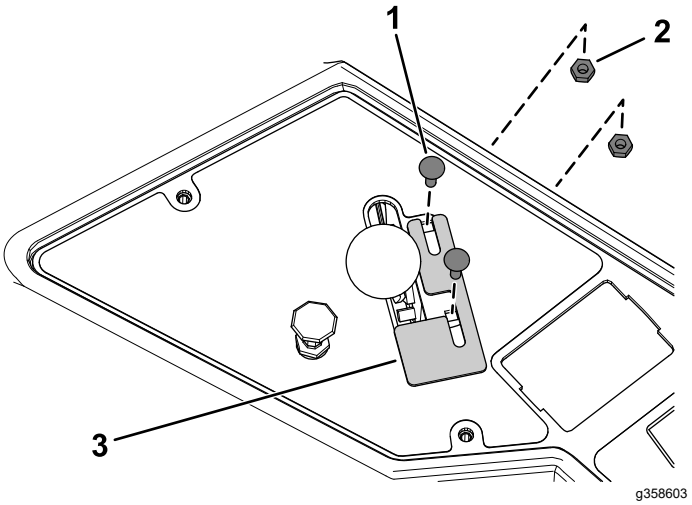

Figur 21
3. Fastgør den nye gasplade og gashåndtaget løst på kontrolpanelet med de 2 bræddebolte (nr. 10 x ⅝") og 2 låsemøtrikker (nr. 10) som vist i Figur 21.